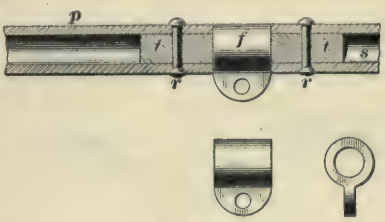
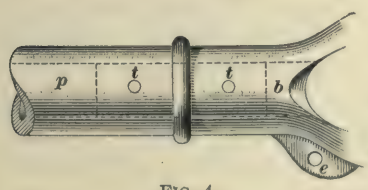

FIG. 3.
FIG. 4.
**5. The Ferrule.**—As a rule there is provided a *ferrule*, which is designed to receive the trolley rope, and which is made of a brass or malleable-iron ring with an eye in it to take one end of the rope. It is secured to the small end of the trolley pole, as shown in Fig. 3, where *p* is one end of the pole; *f* is the ferrule; and *s*, one end of the harp stem; *t t* is a pin passing into the pole and stem through the ferrule. This pin fits the ferrule loosely so that the latter may be free to turn when the pole is swung around, but it is forced into the pole and harp stem and riveted there by means of rivets *r*, *r*. A ferrule is not used on all roads, its place being taken by an eye cast in a projection on the harp itself, as shown at *e*, in Fig. 4. In either case, the eye hole should be well rounded out to avoid its cutting the rope, a thing which happens very often and causes a great deal of inconvenience. Many devices have been made and tried to prevent a trolley rope from breaking off at the point where it is
fastened to the pole, but none of these devices have been a success. In some cases they have been badly adapted to quickly replacing a rope, and in other cases apt to catch in the frogs and hangers, should the pole fly off. When the cost of trolley rope, which is from 15 cents to 30 cents per pound, is taken into consideration, it can be readily seen that any device which would save 25 or 30 pounds of rope per day will find a place on the market. Fig. 4 shows the manner of attaching the harp directly to the pole. In this figure *b* is the harp, *p* is the end of the pole, and *t*, *t*, the rivets by which the two are fastened to the connecting pin; also, at *e* is shown the hole to receive the trolley rope.